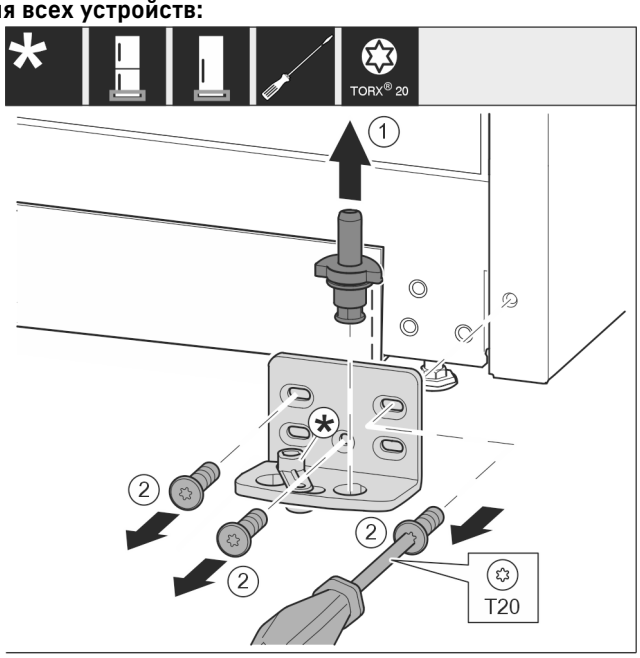

Fig. 10
▶ Опорный палец полностью извлеките движением вверх. *Fig. 10 (1)*
▶ Открутите винты отверткой T20 и снимите опорный кронштейн. *Fig. 10 (2)*